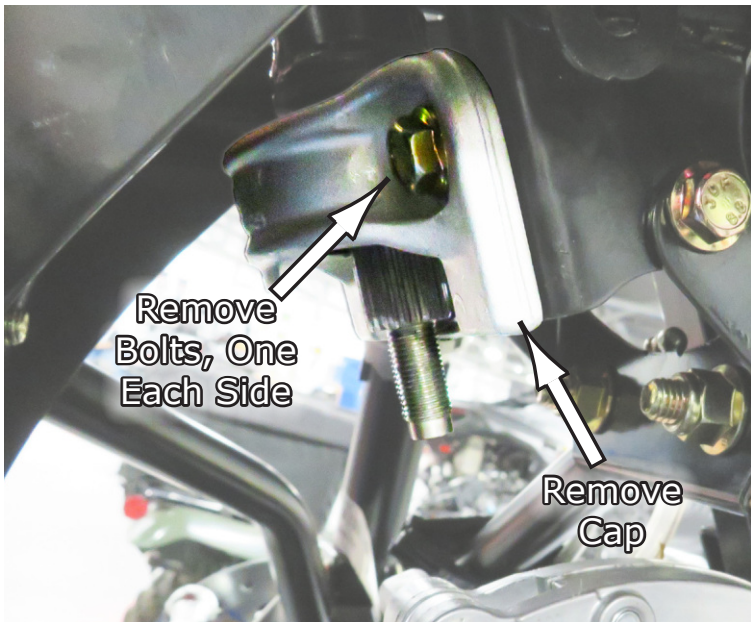
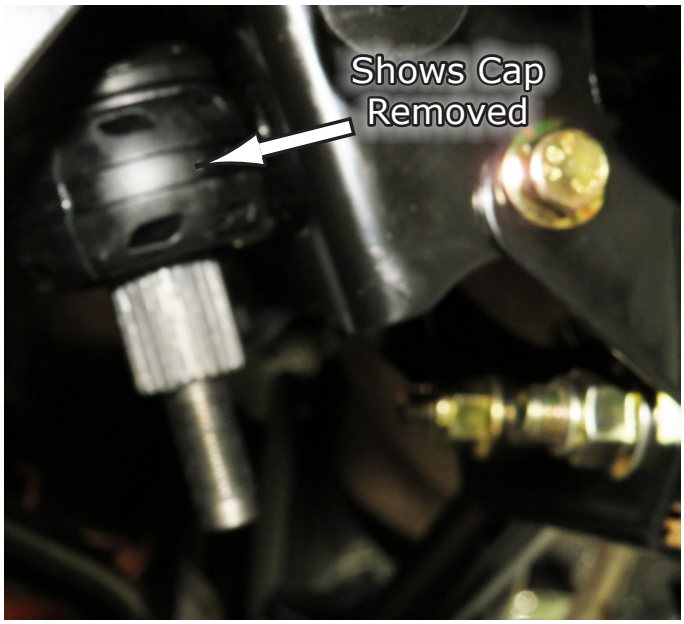

**Fig.48**
**Fig.49**
**39**.Next, remove the bolts holding on the silver cap by removing the bolts, one each side as shown in **Fig.48**. Then remove the cap and also remove the plastic grommet from the spindle as shown in **Fig.49**.